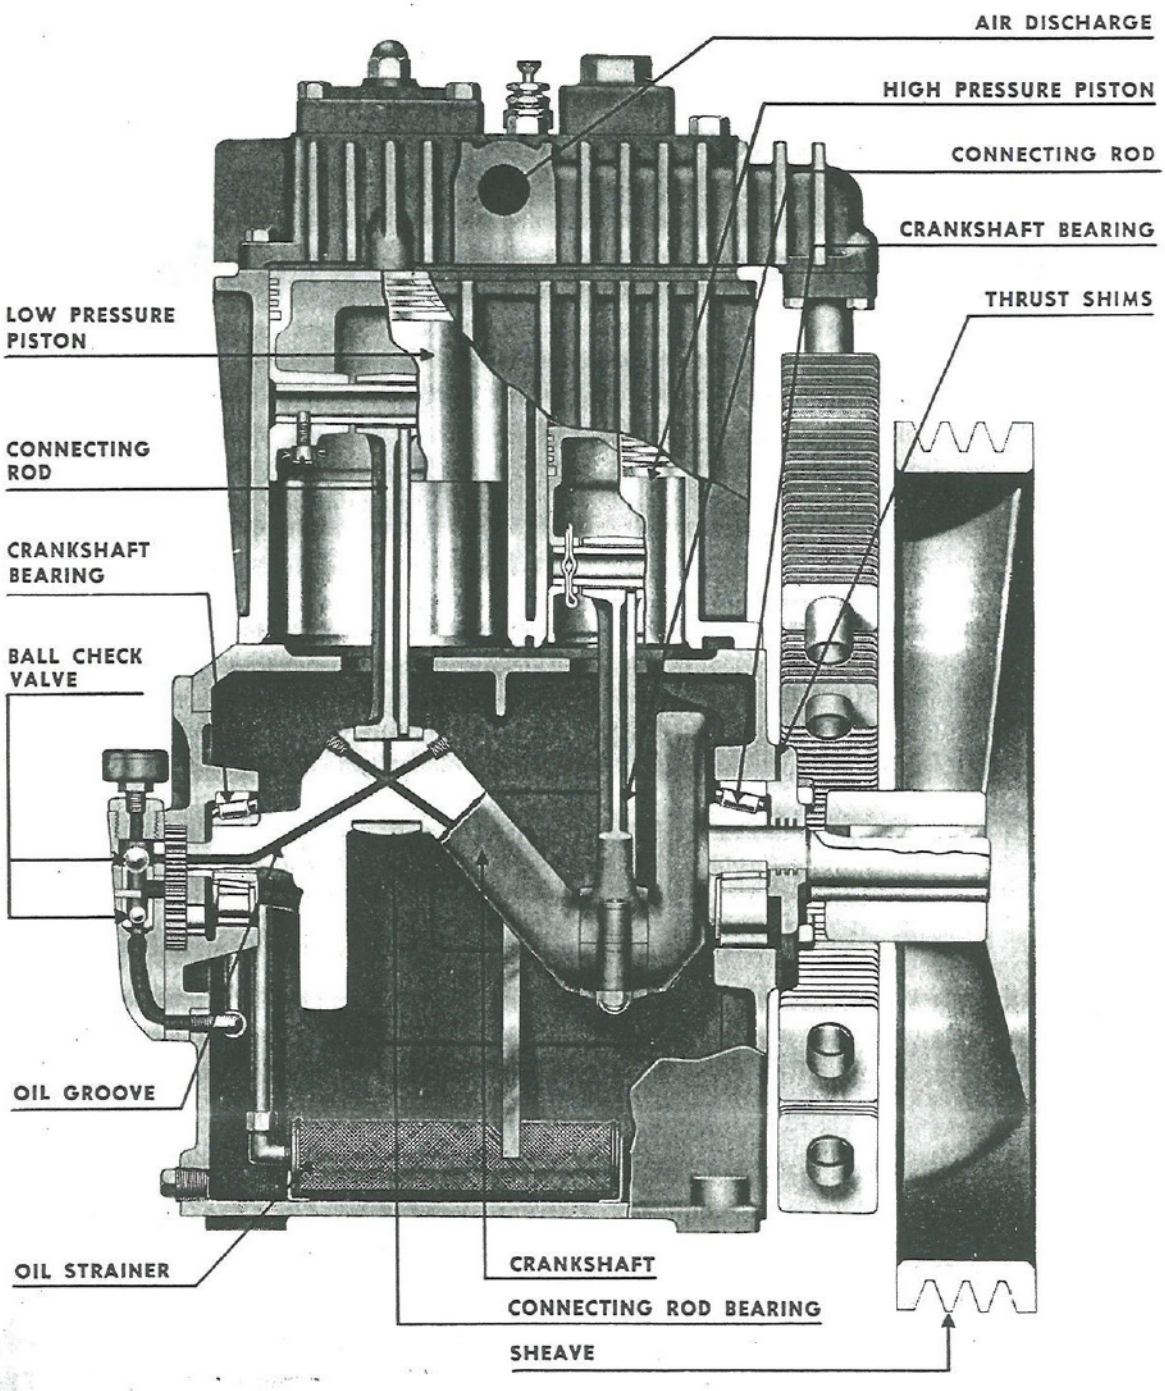
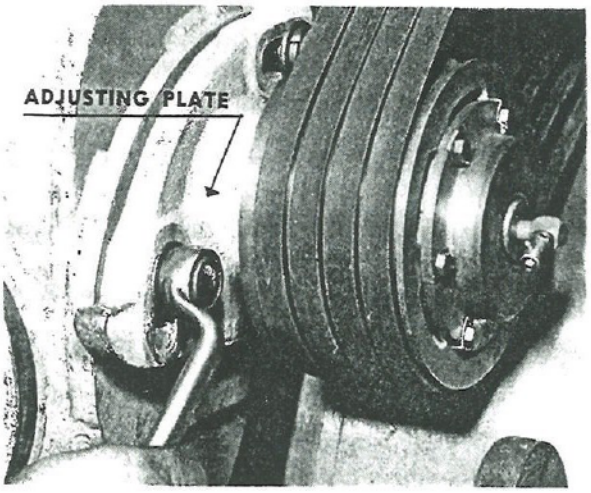
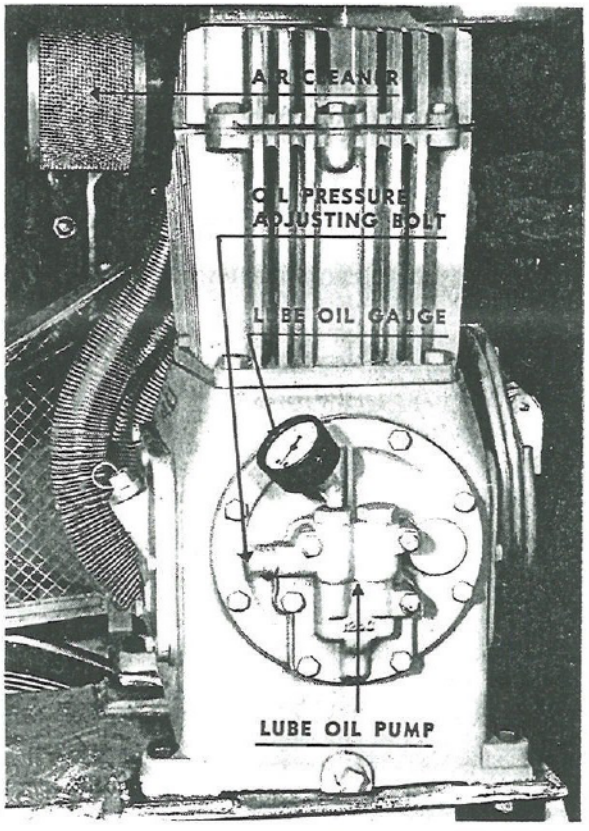

Fig. 160. Air Compressor Cut Away to Show Working Parts
Fig. 161. Tightening Drive Belt on Air Compressor
Fig. 162. Oil Pump Housing on Air Compressor
b. The compressor is shown in Fig. 160 partly cut away to reveal the working parts. "V" belts fit into the grooves on the compressor sheave. On each side of the flywheel idler pulleys are mounted on the compressor base. These pulleys rotate on short stub shafts which are secured to flanges with slots for bolts and nuts permitting the adjusting of the belt tension to keep out slack, as shown in Fig. 161. Note that the idler pulleys are provided with grease fittings. These should be serviced weekly. As belts grow older they slacken. It is important that they always be kept tight. The belts are driven by contacting the top of the engine flywheel.
193. COMPRESSOR CYLINDERS. As shown in Fig. 160, the compressor contains two pistons, a large one called the low pressure piston and the smaller one called the high pressure piston. Each of these cylinders has an intake, or suction valve, and a discharge valve. Air is drawn into the compressor through a port to which is fitted a felt type air cleaner, as shown in Fig. 162, into the low pressure cylinder where a large quantity is compressed to about 80-85 pounds. This moderately compressed air then is forced out through the discharge valve of the low pressure cylinder, and goes through a manifold in the cylinder head to two loops of tubing fitted with cooling fins. These are located behind the flywheel. Here the air is cooled before it enters the intake valve of the high pressure cylinder. The cylinder compresses the air to 250 pounds and forces it to the storage tanks through the high pressure discharge valve.
194. THE COOLING SYSTEM. To protect the compressor from high temperatures, an air cooling system is used. It consists of two loops of finned cooling tubes, having common inlets and outlets through the flanged connections located underneath the cylinder head next to the flywheel, as shown in Fig. 160. The compressor sheave, in addition to turning the compressor, is also a part of the cooling system. It is built with flat spokes angled to provide a high pitch. These pitched spokes serve as fan blades to throw air onto the finned cooling tubes. Because of this function of the flywheel spokes, it is important that the compressor always be installed so that the flywheel rotates in the direction indicated by the arrow on one of the spokes. If the direction of rotation is reversed, the spokes will draw air away from the cooling tubes. It is also important that extreme care be used at all times to prevent the fins from being bent or damaged.
202. OIL PUMP SERVICING. ***a.*** In Fig. 162 the oil pump housing is shown mounted on the end plate of the crankshaft block. The oil pressure gauge also is shown. The oil pressure should run between 10 and 15 pounds. If it drops below 5 pounds or operates considerably higher than 15 pounds, attempt to correct the trouble by adjusting the spring controlling the tension in the ball check valve. If this does not correct the situation, take out the six-sided bolts holding the oil pump assembly to the end plate. Inspect the balls to be sure they are not pitted, and see that they seat properly. If the seats are worn, work down with a little fine grade grinding compound or grinding rouge. Usually, if any trouble is found at this point, it will be a little dirt underneath the seat.
204. AIR FILTER. As shown in Fig. 162, air is drawn into the compressor through a port fitted with a felt type filter. The front plate and the felt filter element can be taken off by removing the ¼" screw in the middle of the front plate. This filter should be removed every 90 days, agitated in kerosene, and blown out thoroughly before being replaced.